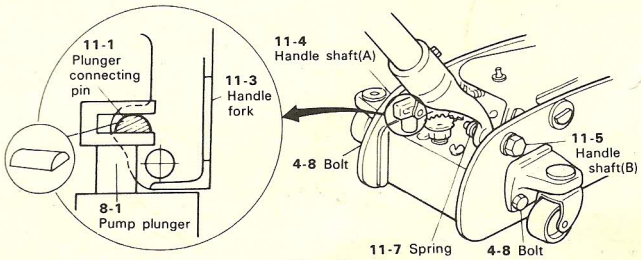

Fig. 1
1) When inserting spring **(11-7)** into handle shaft (B), keep spring **(11-7)** pushing and then screw in handle shaft (B) **(11-5)**.**(Fig.1)**
2) When assembling handle fork **(11-3)** after new power unit assembly is set up, put plunger connecting pin **(11-1)** into pump plunger **(8-1)**.**(Fig.1)**
3) Tighten the bolt **(4-8)** after confirmation of the handle rotation easily at the lowest position. **(Fig.1)**